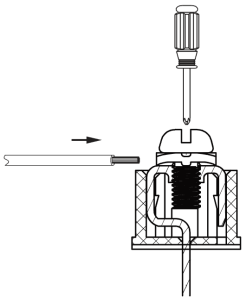

Fig. 45 —Connecting Communication Wire To Outdoor Unit Communication Terminal
3. Use a suitable screwdriver to fix the communication wire on the outdoor unit communication terminal as shown in Fig. 45.